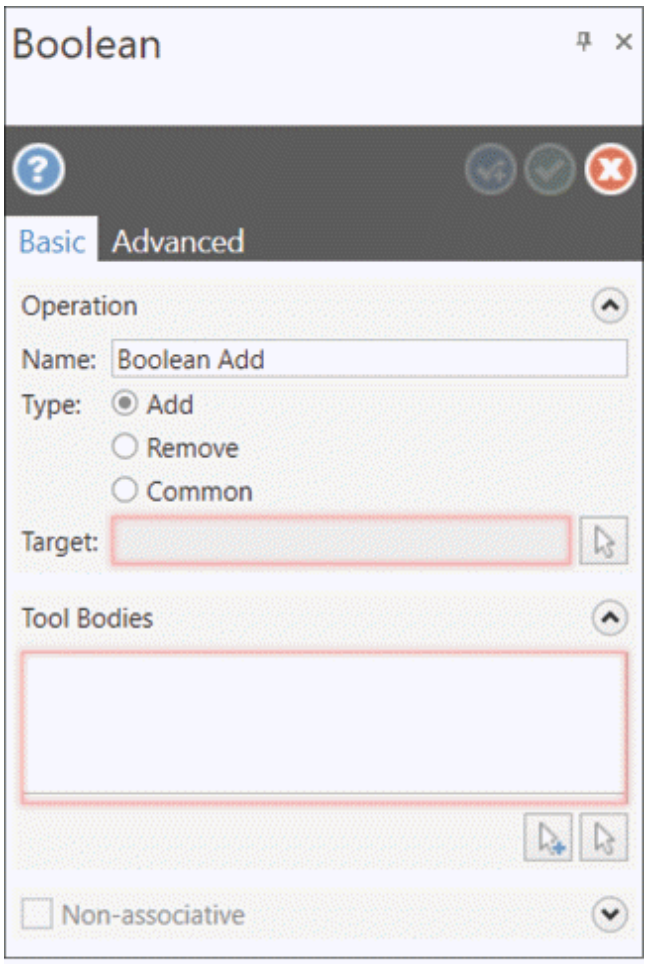

Figure-29. Boolean Manager
- Click on the **Boolean** tool from the **Create** group in the **Solids** tab of the **Ribbon**. The **Boolean Manager** will be displayed; refer to Figure-29. Also, you will be asked to select the target body.